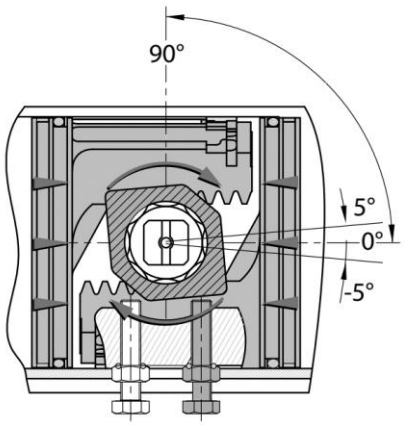

Рис. 5
5.5. Регулирование угла открытия и закрытия пневмопривода осуществляются при помощи стопорных болтов с диапазоном регулирования - ± 5 градусов. Для точного регулирования необходимо ослабить стопорные болты, выставить запорный элемент арматуры в ровное конечное положение и далее закрутить болт обратно до упора (рис. 5 и 6).